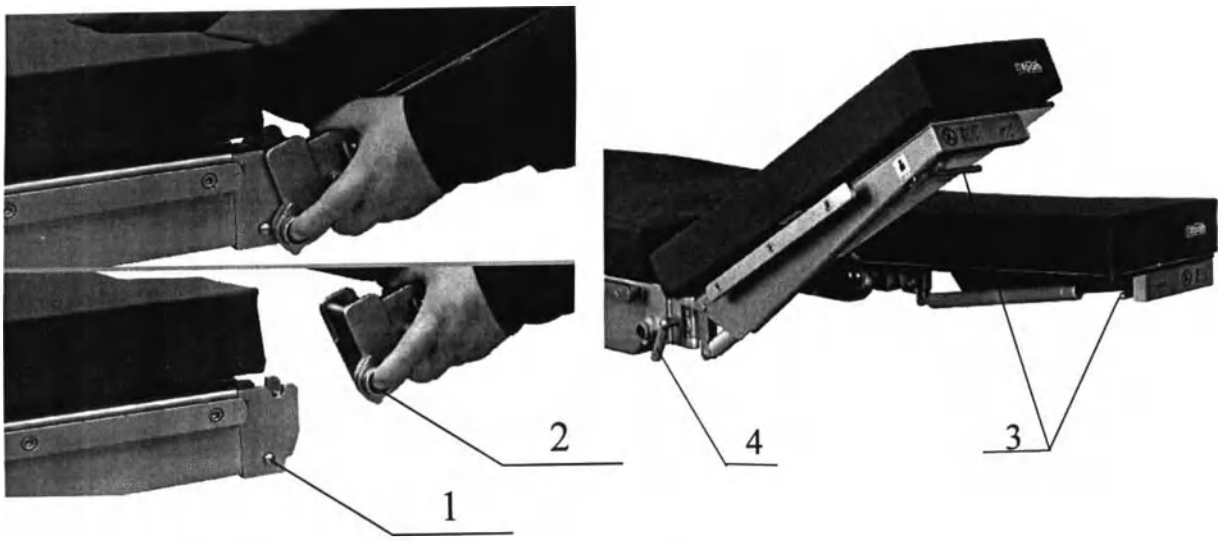

Рисунок 10. Ножные секции на газовых пружинах.
- Наденьте зажимы на кронштейны тазобедренной секции и убедитесь что фиксаторы 1 защелкнулись (Рисунок 10);
- Отверните на один оборот зажим шарнира ножной секции 4 (Рисунок 10);